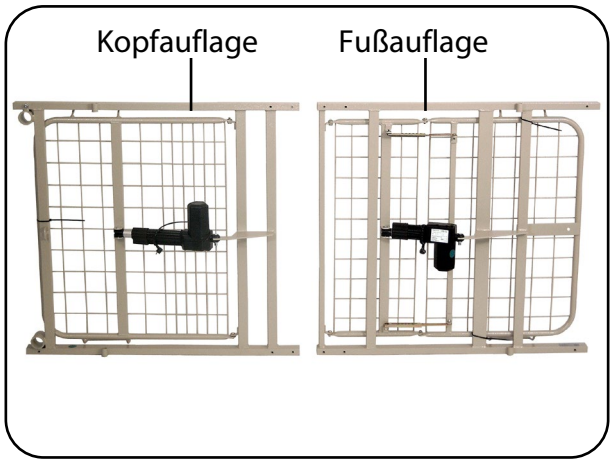

Abb. 4.04 – Liegeflächenhälften mit Metallgitter
- 1 x Kopfauflage (Abb. 4.04)
- 1 x Fußauflage mit 2x Liegeflächenverbinder und 8 x Zylinderkopfschrauben (Abb. 4.04 und Abb. 4.08)